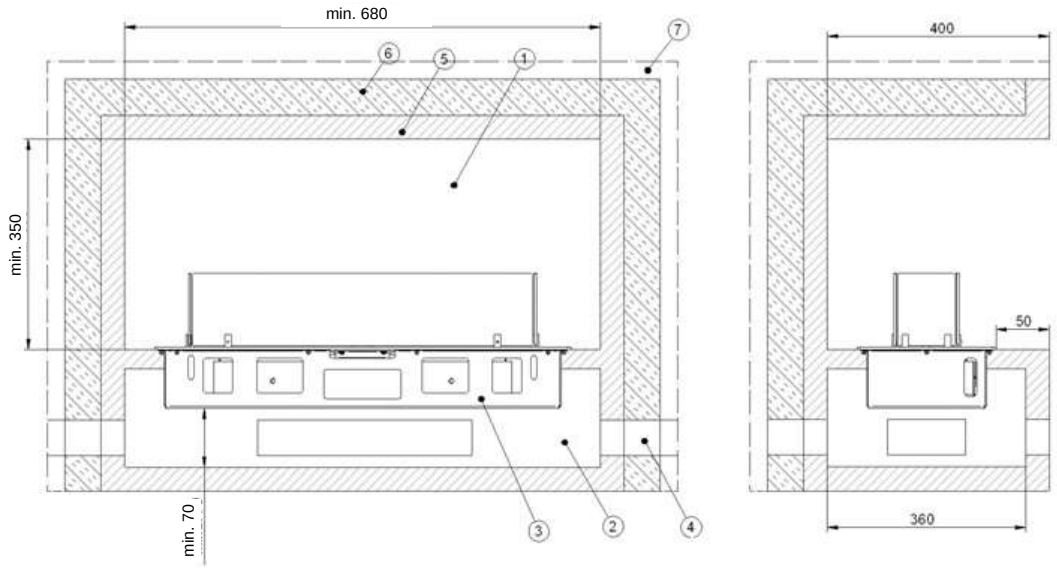

Rys. 28 Wymiary minimalne komory paleniskowej
- Izolację termiczną wykonuje się z mat, płyt lub powłok z krzemianowych materiałów izolujących (kamień, żużel oraz włókna ceramiczne), spełniających wymogi materiału budowlanego klasy A 1 wg DIN 4102, część 1 o górnej granicy temperatury stosowania co najmniej 700°C, w teście wg DIN 52271 i znamionowej gęstości objętościowej 80 kg/m³. Muszą one mieć odpowiedni wskaźnik materiału izolacyjnego wg AGI-Q 132 (Informacja o grubości materiału termoizolacyjnego (rys. 28) odnosi się do wełny mineralnej, wg AGIQ132).